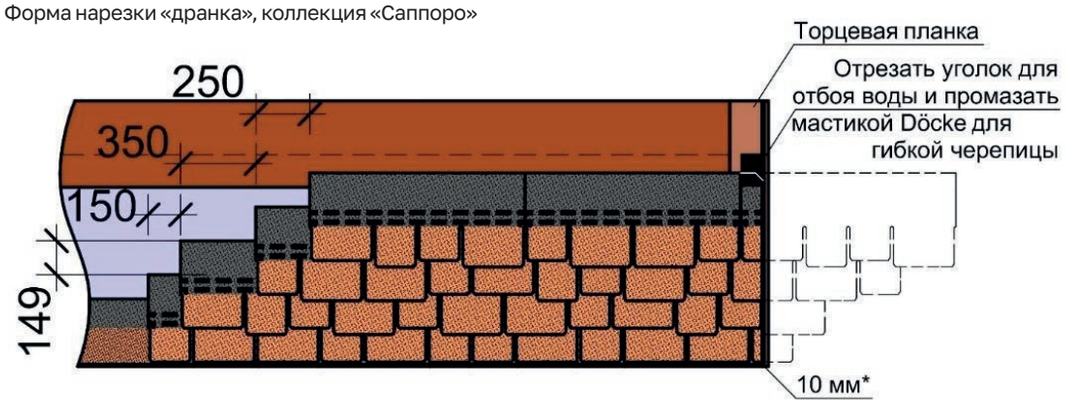

Рис. 25. Схема смещения гонтов черепицы коллекции «Саппоро» по горизонтали и вертикали
8.2.17 Смещение гонтов гибкой черепицы Döcke LUX коллекции «Саппоро» по горизонтали необходимо устраивать в диапазоне от 150 до 850 мм с шагом 100 мм (150, 250, 350 мм и т.д.) (рис. 25). Для достижения хаотичного рисунка кровли необходимо смещать гонты по горизонтали на переменную величину.